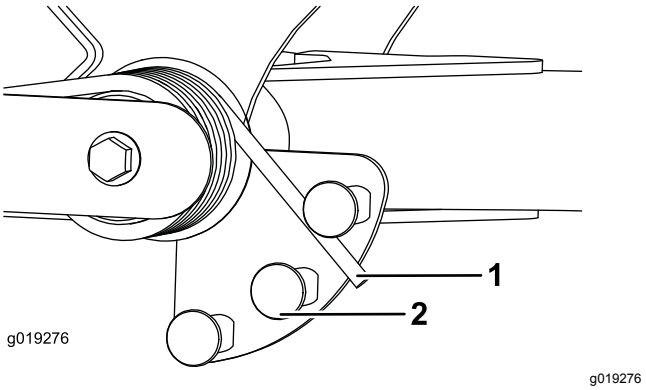

Figur 29
2. Sæt et rør eller en lignende genstand på den lange fjederende, og drej den omkring fjederaktuatoren til den ønskede position (Figur 29).